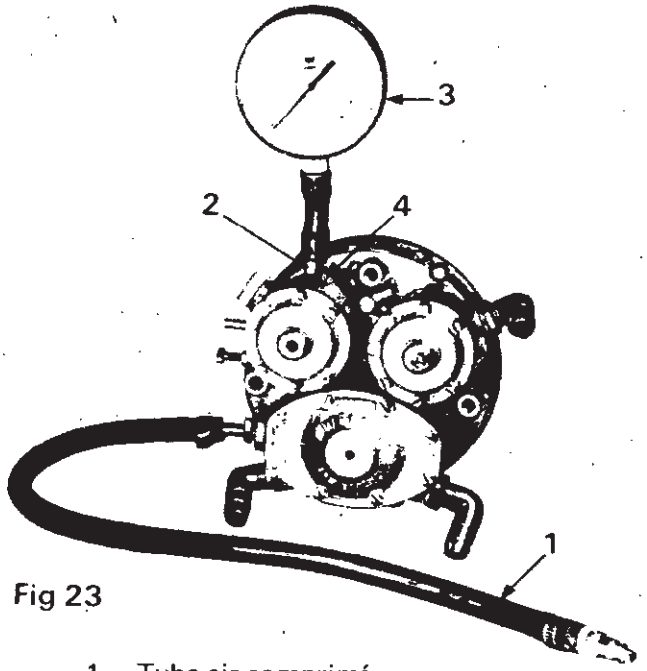

Fig 23
- alimenter le réducteur avec de l'air comprimé (3 à 8 bars) introduit par la soupape 1er stade (entrée G.P.L.). Au moyen du tube (98.011.650) relier le raccord du manomètre (98.006.350) au canal de contrôle de pression (Fig. 23) et lire la valeur de pression qui doit être comprise entre 0,5 et 0,7 bars,